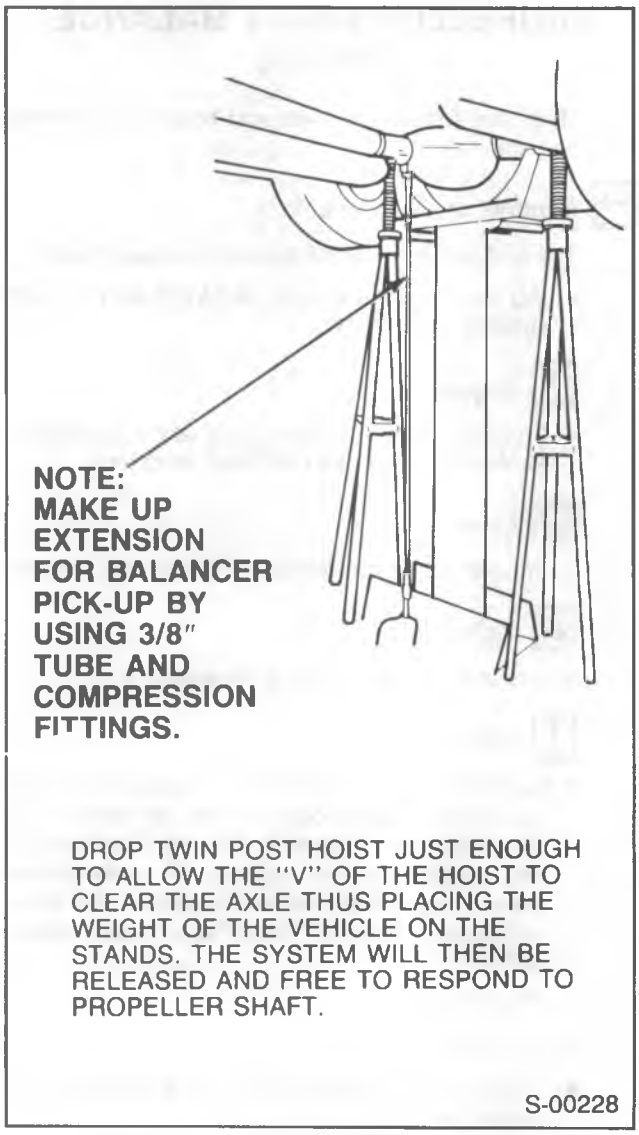

Figure 15—Pick-Up Unit Replacement
STROBE LIGHT METHOD (Figures 15 and 16)
2. Mark and number propeller shaft at four (4) points 90 degrees apart at rear of propeller shaft just forward of balance weights, as shown.
3. Place the strobe light wheel balancer pick-up under the nose of the carrier (figure 15).